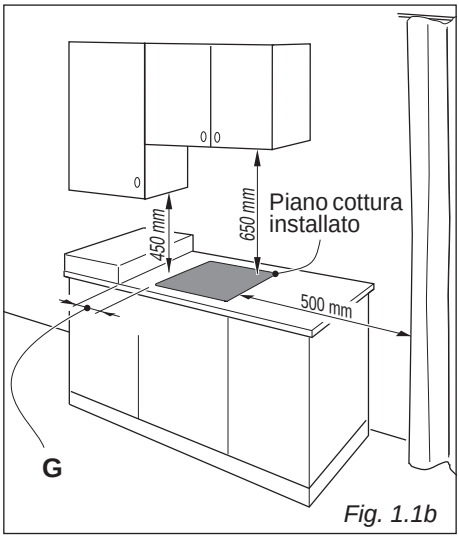

Fig. 1.1b
- Allorché sopra il piano di cottura vi sia un pensile o cappa mantenere fra la griglia del piano ed il suddetto pensile o cappa una distanza minima pari a 650 mm (vedi anche fig. 1.1b).